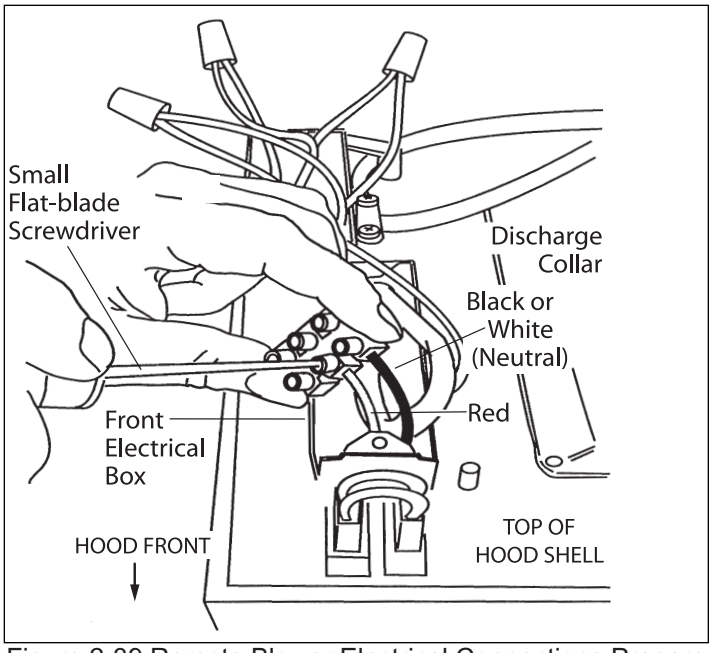
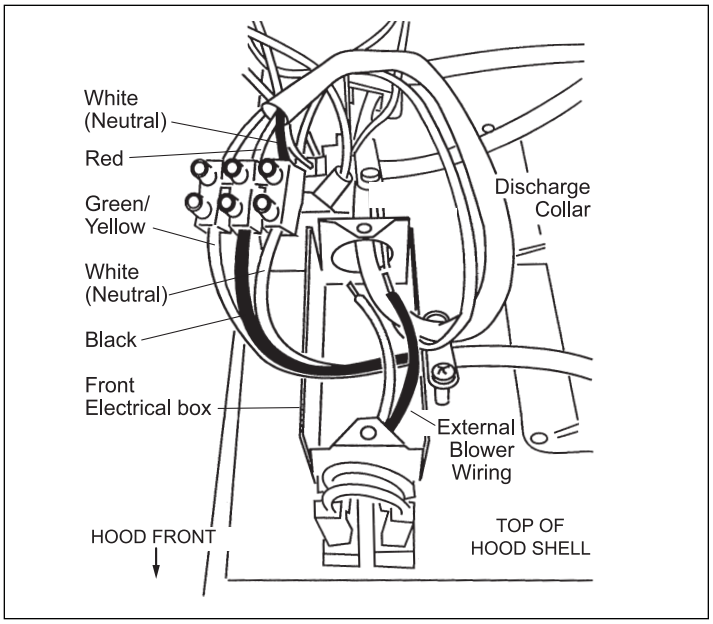

Figure 2-39 Remote Blower Electrical Connections Prepare
Figure 2-40 Remote Blower Electrical Connections
2. Disconnect the red, black or white wires using a f at-blade screwdriver. (See Figure 2-39)
3. Insert 6" (152) of the remote blower wiring through the knockout opening. Secure the cable to the electrical box with an appropriate connector. Use wire connectors or wire nuts approved by UL or C/UL.
4. Attach the remote blower wiring where the wires were removed in step 2. (See Figure 2-40)